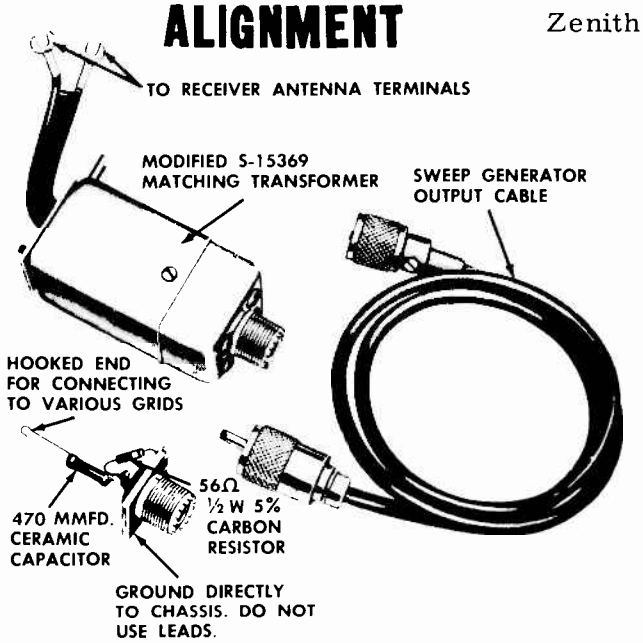
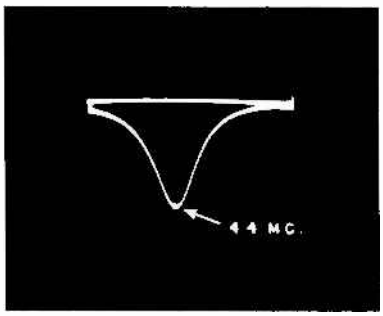

Fig. 11 IF-RF Alignment Fixtures
Fig. 14 4th IF Response
3. Feed the output from the sweep generator through the special termination unit shown in Fig. 11 to point "D" (Pin 1 of 6CB6, 3rd IF). Adjust the generator until a pattern similar to Fig.14 is obtained.